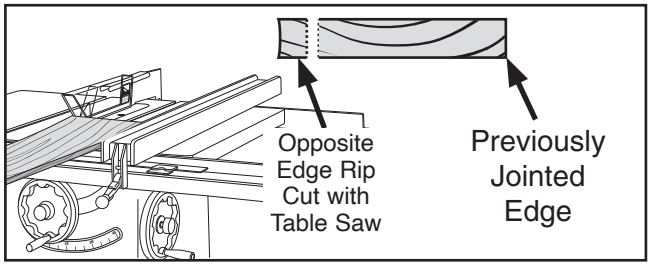

Figure 63. Rip cutting on table saw.
2. Place jointed edge of 2x4 against table saw fence and rip cut just enough off opposite side to square up two edges of 2x4, as shown in **Figure 63**.